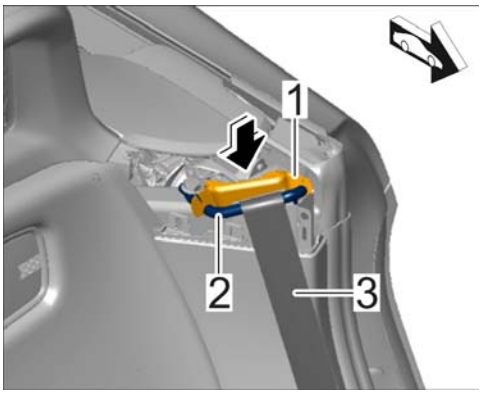

Figure 2
2.3 Press in belt guide ⇒ *Figure 2* **-1-** on the belt deflection fitting ⇒ *Figure 2* **-2-** (⇒ *Figure 2* **-arrow-**) so that the belt strap ⇒ *Figure 2* **-3-** is positioned between the belt deflection fitting and belt guide.